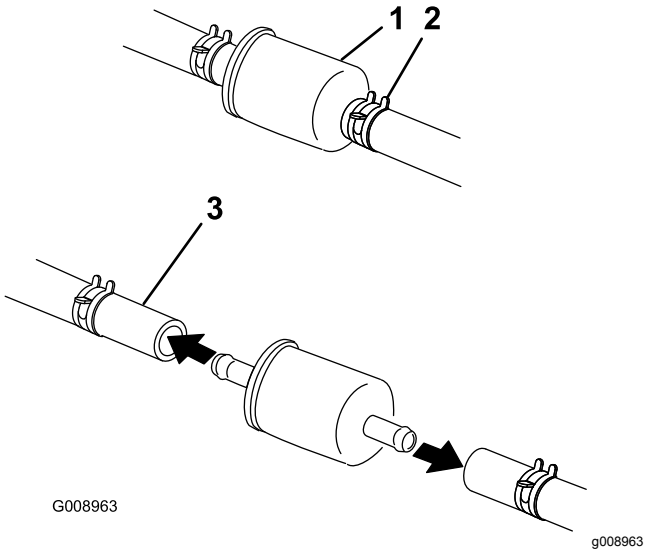

Figur 62
4. Luk brændstofafbryderventilen under sædet (Figur 62).
5. Klem slangeklemmernes ender sammen, og skub dem væk fra filteret (Figur 62).
7. Monter et nyt filter, og flyt slangeklemmerne hen til filteret (Figur 62).